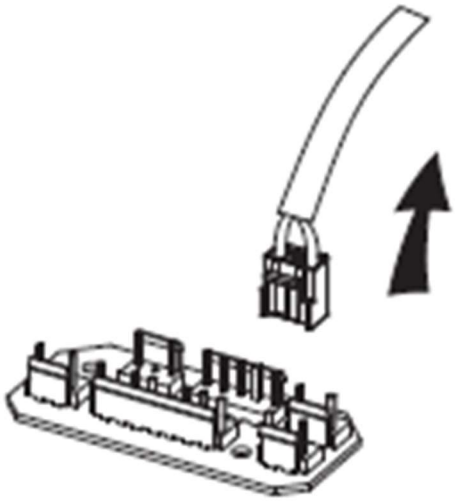

Рис.2
3. Найдите клемму соединительного провода и вытащите ее (рис.2).
2. Устанавливать вытяжку следует над конфоркой. Рекомендованное расстояние между конфоркой и нижним краем вытяжки – для электрических поверхностей - 650 мм, для газовых - 750 мм. (Рис. 2).